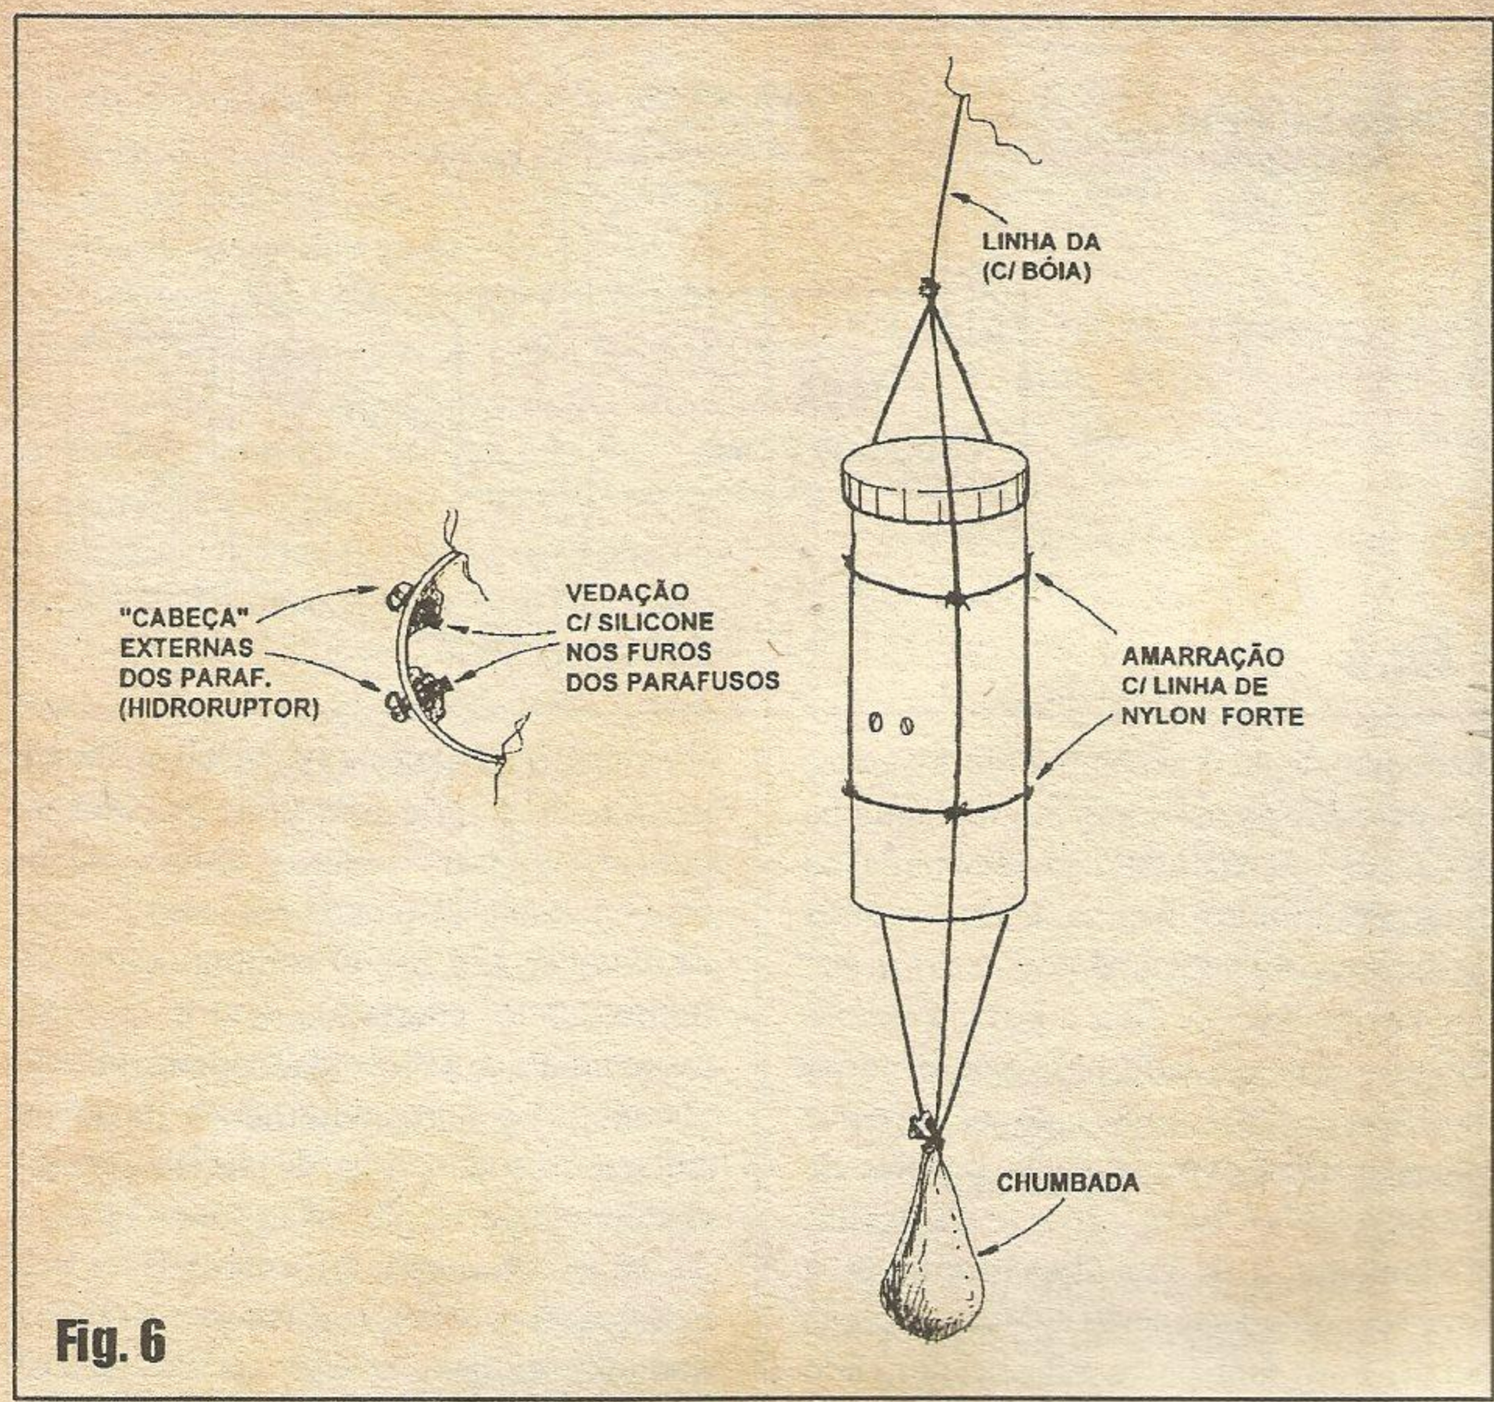

Fig. 6
**- FIG. 6 - DETALHES E *ENCILHAMENTO*...** - Na primeira parte do diagrama, temos uma vista dos parafusos/sensores, colocados nos respectivos furos justos abertos na lateral do *container* destacando-se a rigorosa impermeabilização/vedação feita com a pasta de silicone (isso é **muito** importante...). Ao lado temos nossa sugestão (admite, é claro, variações, à luz dos conhecimentos do assunto que tenha o caro amigo pescador/leitor/hobbysta...) para o *encilhamento* da **ISCA**. Pelos testes (alguns empíricos, outros *de campo*...) que fizemos, acreditamos que dois laços em torno do cilindro, feitos com a linha de pescaria, bem apertados, podem segurar três ou quatro pequenas linhadas de *encilhamento*, através de nós bem firmes nas interseções... Reúnem-se essas três ou quatro linhas ao alto e em baixo (sempre guardando alguns centímetros de distância, respectivamente do topo e do fundo do cilindro, para melhor equilíbrio do conjunto...) em dois outros nós mestres, sendo que ao inferior se prende a chumbada, e ao superior a linhada mais longa, que vai até o pescador, intermediada pela bóia... Dessa forma, a linhada geral poderá ser longa o suficiente para que o pescador